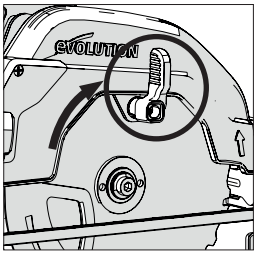

Fig. 5
- Rotiți scutul inferior al discului în sus spre scutul superior al discului, folosind clapeta manuală. **(Fig. 5)**